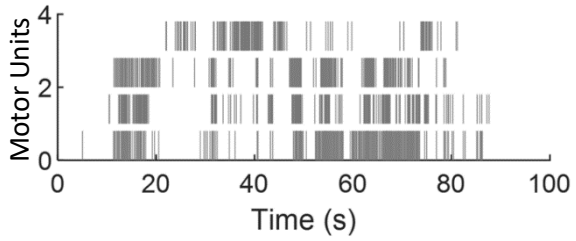

Figure 2: Exemplary MU Spike Trains. From: Del Vecchio et al. (2020).
Plotting the MU action potential discharge timings, as so-called **spike trains,** is a good way of visualizing the firing patterns of different motor units during isometric or kinetic contractions (e.g.: see Figure 2).
1.1 **Plot the spike trains of all motor units (as shown in Figure 2) together with the force signal in N (use a separate y-axis for that) over time in the same plot. Use the y-axis for the number of the motor units. Choose a suitable visualization like in figure 2. (2 pts)**